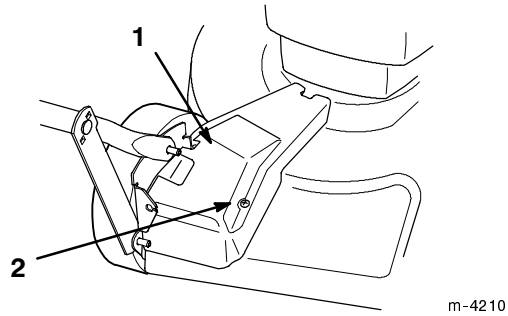

**Figure 36**
**1.** With the engine off, remove the bolt that secures the belt cover (Fig. 36) to the lawn mower housing.